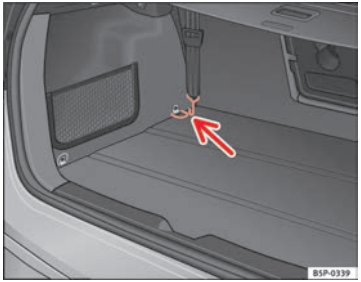

Fig. 124 Anelli di fissaggio per tendere la rete di separazione ▶
– Attaccare le cinture agli anelli di fissaggio anteriori per tendere la rete ⇒ fig. 124. ■